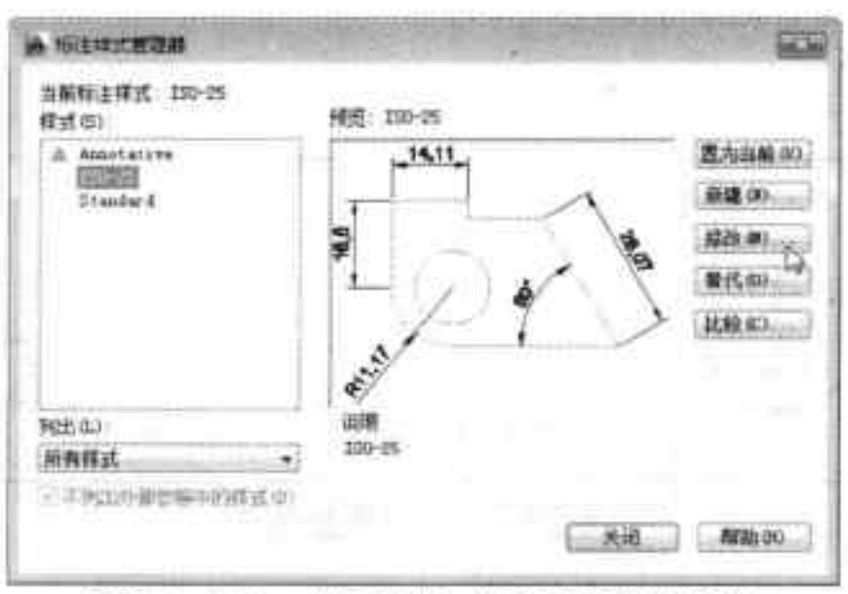

图21-106 “标注样式管理器”对话框
Step 01 执行“注释 > 标注”命令，打开“标注样式管理器”对话框，单击“修改”按钮，如图 21-106 所示。